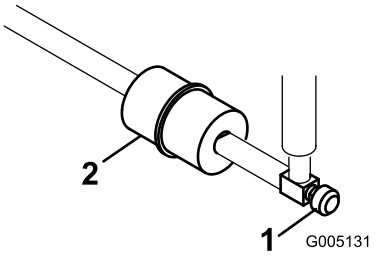

Figuur 44
Er bevindt zich een leidingfilter in de brandstofleiding tussen de brandstoftank en de carburateur (Figuur 44).
1. Sluit de brandstofklep, maak de slangklem op het filter aan de kant van de carburateur los en verwijder de brandstofslang van het filter (Figuur 44).
2. Plaats een opvangbak onder het filter, maak de andere slangklem los en verwijder het filter (Figuur 44).